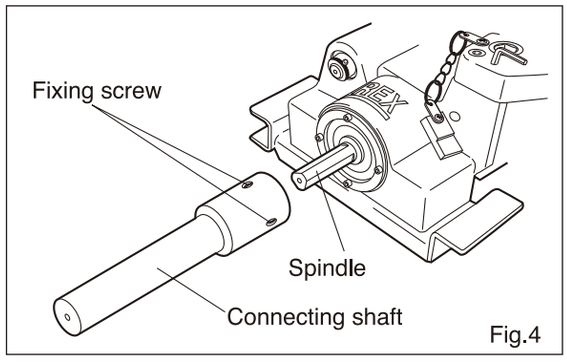

Fig.4
- Insert the connecting shaft fully into the spindle then fix the shaft on the spindle by tightening the two screws against the flat surface of the spindle. (See Fig. 4)